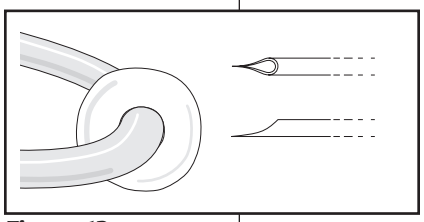

Figure 12c
e. The resulting tip has a very sharp point for clean cell penetration (**Fig. 12c**).